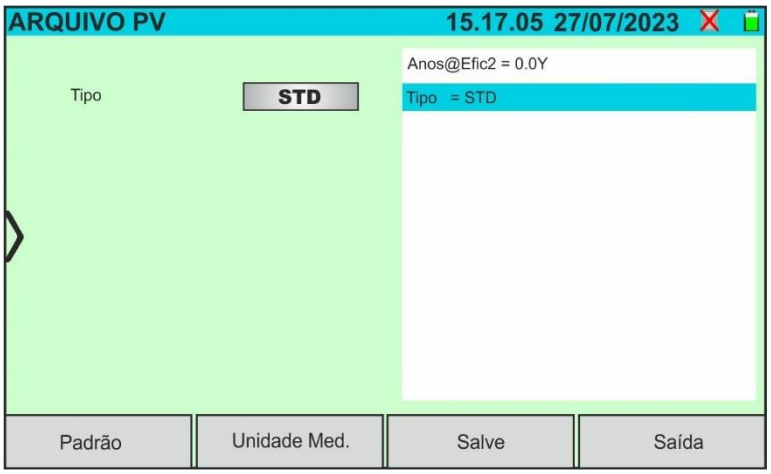

Fig. 27: Criar um novo módulo fotovoltaico – Passo 3
4. Deslocar o ecrã para cima/para baixo para ver todos os parâmetros. Para o parâmetro "Tipo", desloque a roda para a direita ou para a esquerda para definir o tipo de módulo FV (ver Fig. 27). Estão disponíveis as seguintes opções: